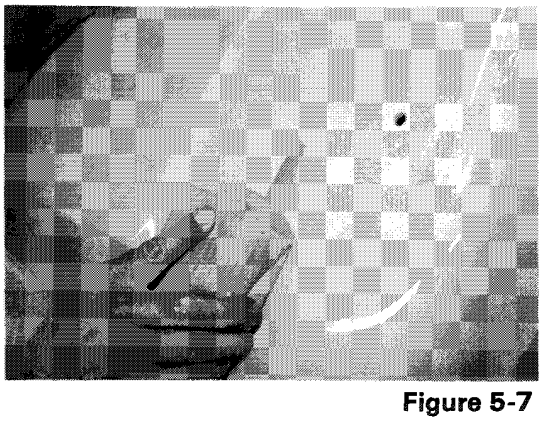

Figure 5-7
6. Sand final filler application by hand with 240 grit sandpaper on a block to smooth the finish **(Figure 5-7)**.